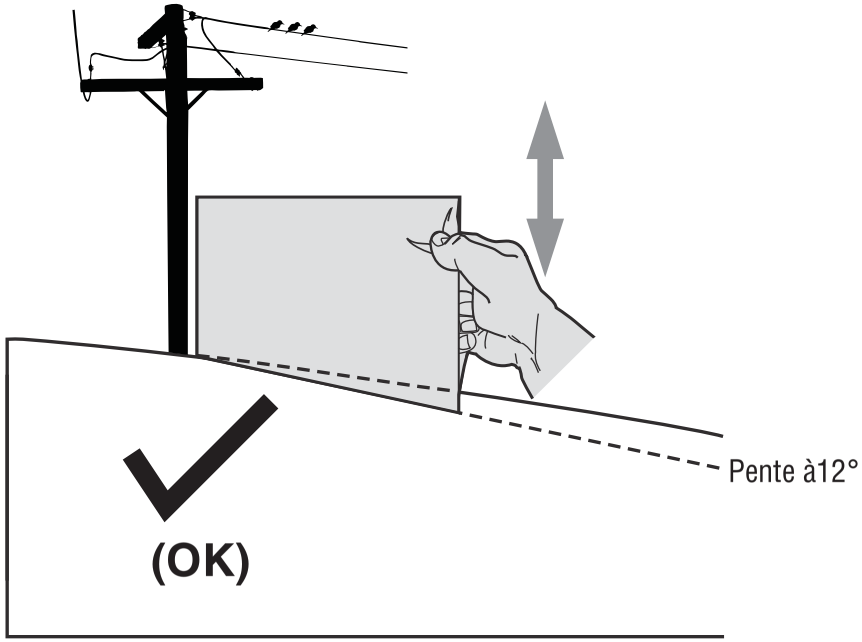

Figure 1
3. Alignez un côté de cette page avec l'objet (Voir les Figures 1 et 2).
4. Remontez ou abaissez l'inclinomètre jusqu'à ce que le coin gauche touche la pente (Voir les Figures 1 et 2).